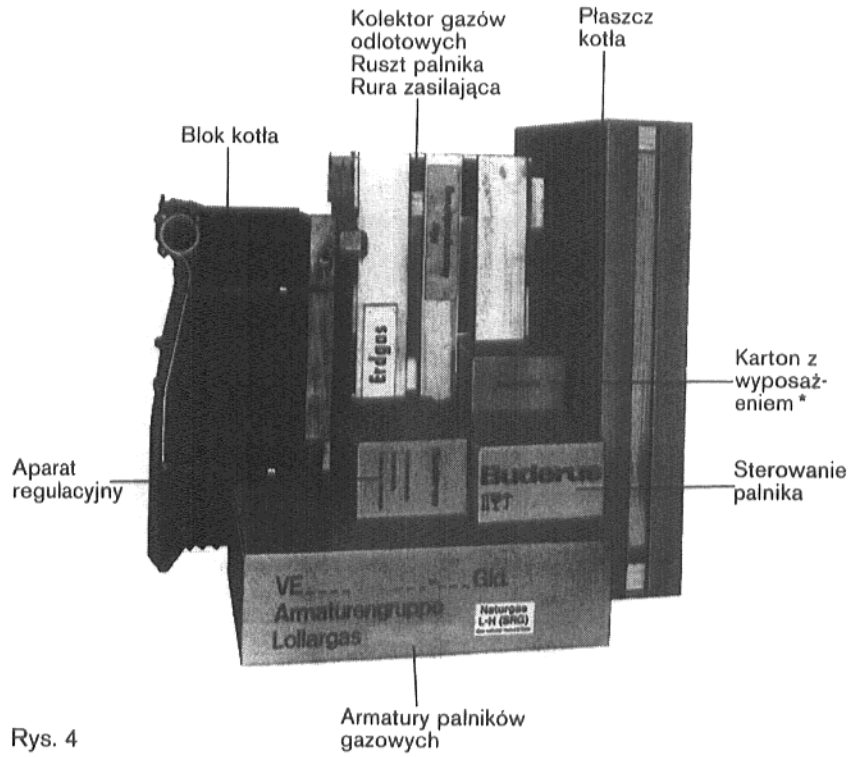

Rys. 4
a) Blok kotła zmontowany (Rys. 4)